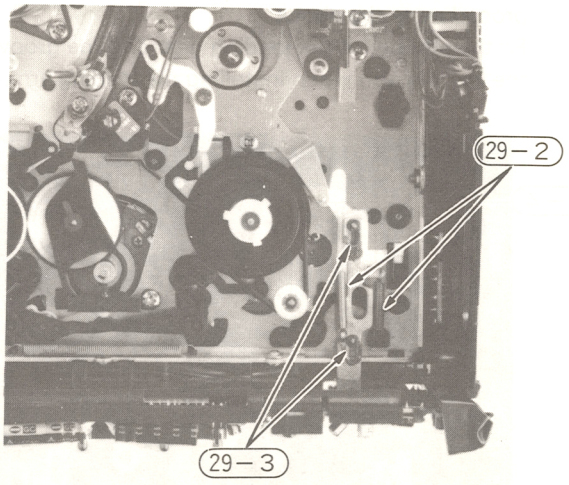

Fig. 33 Eject Slider and Eject hold Arm
**29. Eject slider and eject hold arm (Fig. 33)**